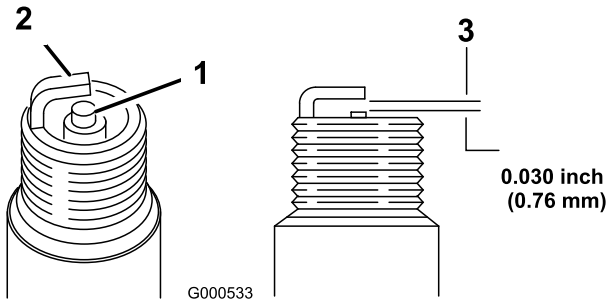

Figur 18
5. Ställ in gapet på det nya stiftet till 0,76 mm (Figur 18).